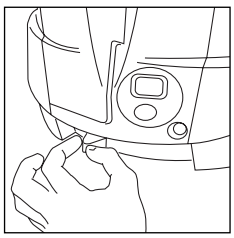

fig. 4
3. Set thermostat switch to the required temperature (fig. 4). When the temperature set has been reached, the indicator light will switch off.